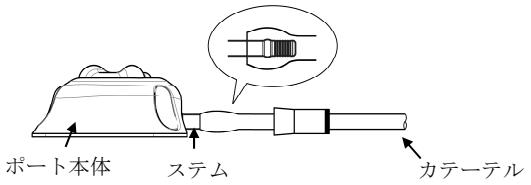

図9
2)ステムの段差を越えた中央までカテーテルを真っ直ぐに進める（図9）。